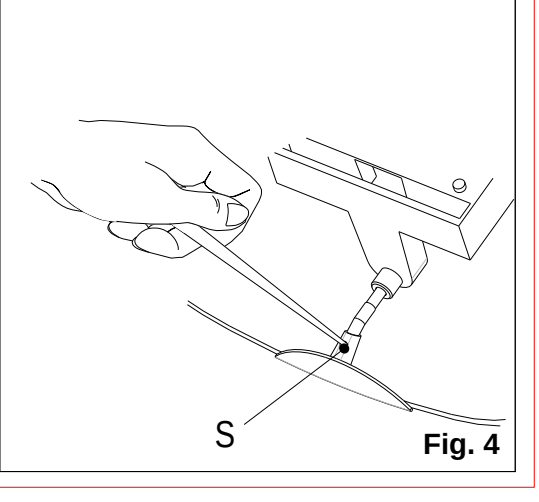

Fig. 4
7. **FIG. 4** Avvitare i grani di plastica **"S"** fermavetro senza stringerli, eccessivamente.
11.Fig.4. Tighten the plastic screws **"S"** holding the shade in place without overtightening them.
7. Fig.4. Aparafusar os pernos segura-vidro de plástico **"S"** sem apertá-los excessivamente.